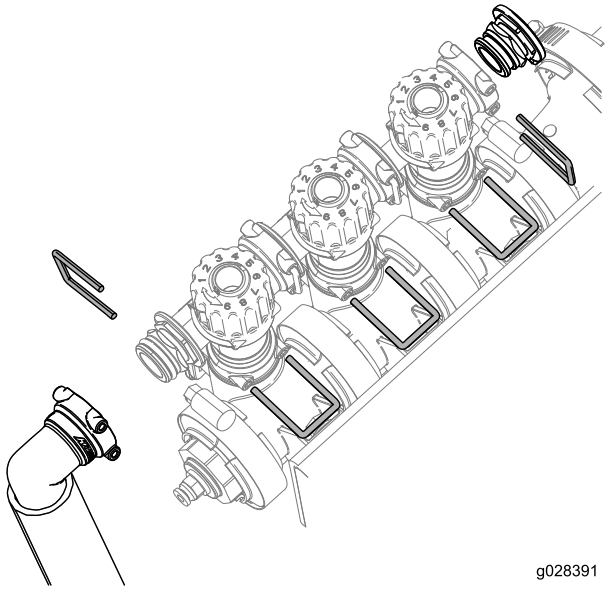

Figur 4
3. Fjern holderne, der holder omløbsjusteringen, endedækslet og fittings- og slangeenheden, som vist i Figur 4.